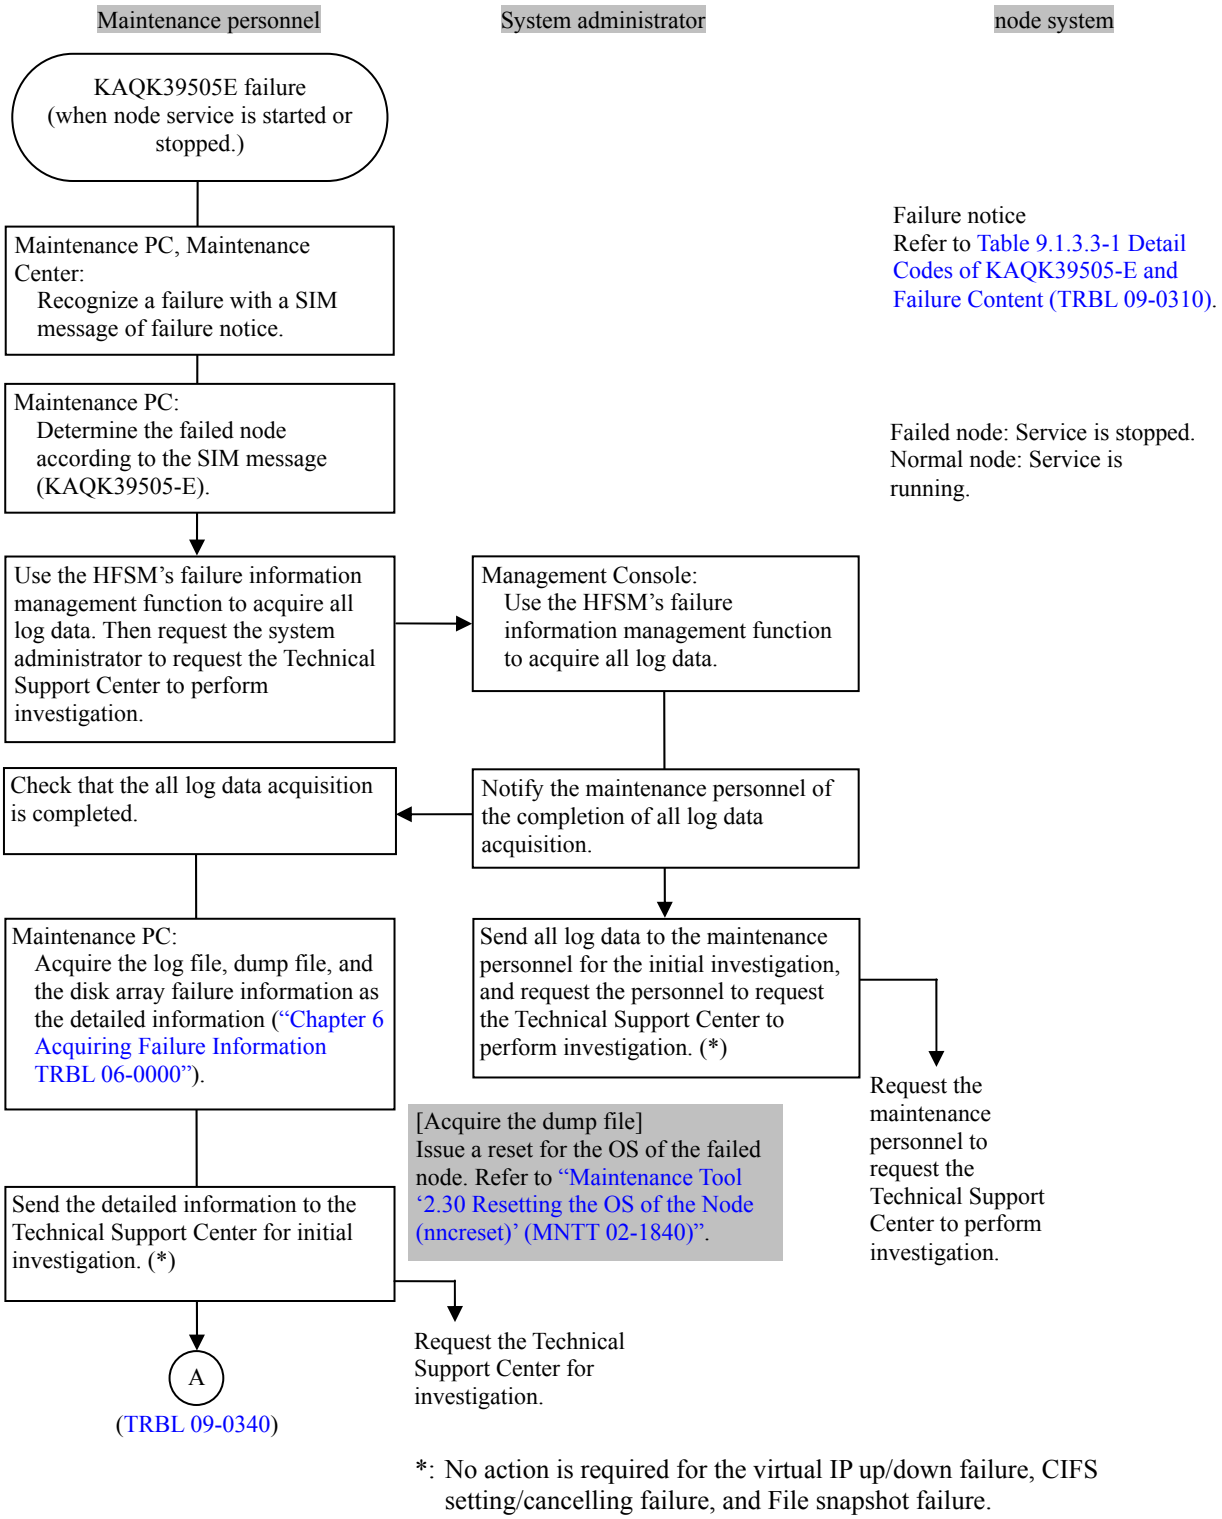

Figure 9.1.3.3.1-1 Procedure for KAQK39505-E Failure Recovery (1/3)
*2 Recovery procedure branches into several branches in Flow (A) of Troubleshooting “Figure 9.1.3.3.1-1” (TRBL 09-0330). After branching, proceed to a flowchart corresponding to the type of failure (9.1.3.3.2-1 to 9.1.3.3.8-1) and execute the recovery procedure according to the flowchart. When the recovery procedure of each flowchart is completed, return to Flow (B) of Troubleshooting “Figure 9.1.3.3.1-1” (TRBL 09-0330) to confirm the recovery.